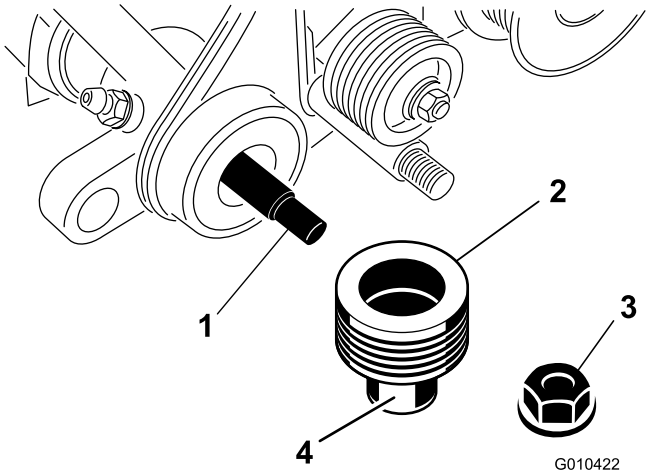

**Figura 8**
3. Aplique grasa a la superficie exterior de la polea arrastrada, según se muestra en Figura 8.
4. Coloque la polea en el eje del acondicionador (Figura 8).
5. Sujete la polea al eje con una contratuerca (3/8"), según se muestra en Figura 8.